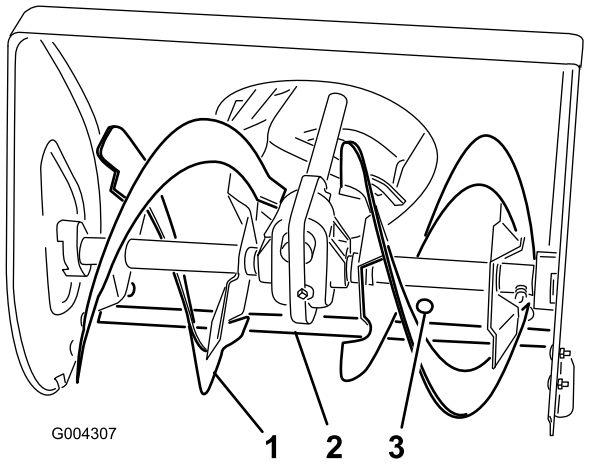

Bild 22
1. Seitenplatte des Räumwerks (2)
2. Bundmuttern (4)
3. Kufe (2)
4. Stützen Sie die Schneckenblätter so ab, dass sie 3 mm vom Boden entfernt sind (Bild 22).
6. Lösen Sie zur Einstellung der Schürfleiste die fünf Befestigungsschrauben (Bild 22), richten Sie die Leiste aus und ziehen Sie die Befestigungsschrauben wieder fest.